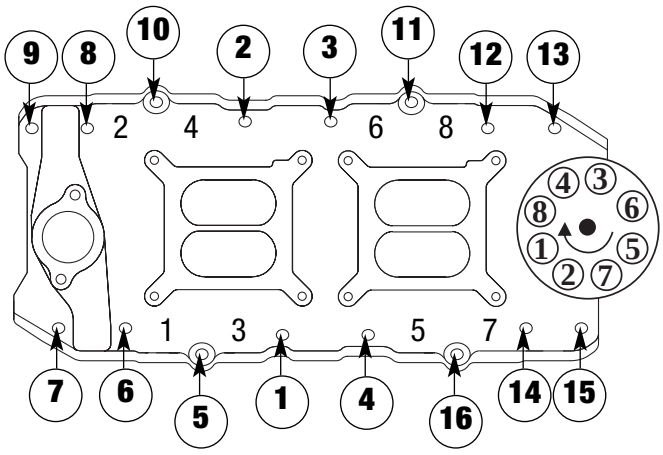

Figure 2 - Intake Manifold Tightening Sequence
WARNING! *There is no gasket support for the manifold under the four bolt holes which are numbered #5, #10, #11, and #16 in Figure 2. Damage to the manifold will occur if these four bolts are over-tightened. Hand tighten these bolts with a 6" box-end wrench. DO NOT use a torque wrench.*
Torque the remaining manifold bolts in two steps by the sequence shown in ***Figure 2*** to 25 ft/lbs.
6. See ***Figure 2*** for Firing Order and Cylinder Numbering.